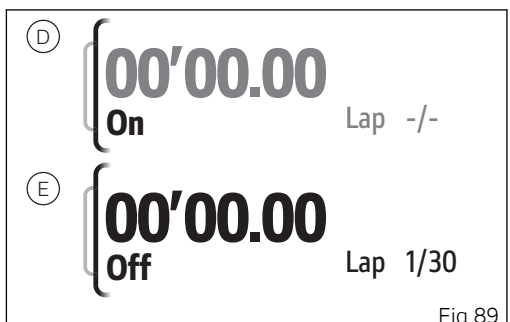

Fig 89
- If the function is disabled, “On” is shown with the stopwatch (D, Fig 89); press the ENTER button (3) to enable the function.
- If the function is enabled, “Off” is shown with the stopwatch and indication of the available laps (E, Fig 89); press the ENTER button (3) to disable the function.